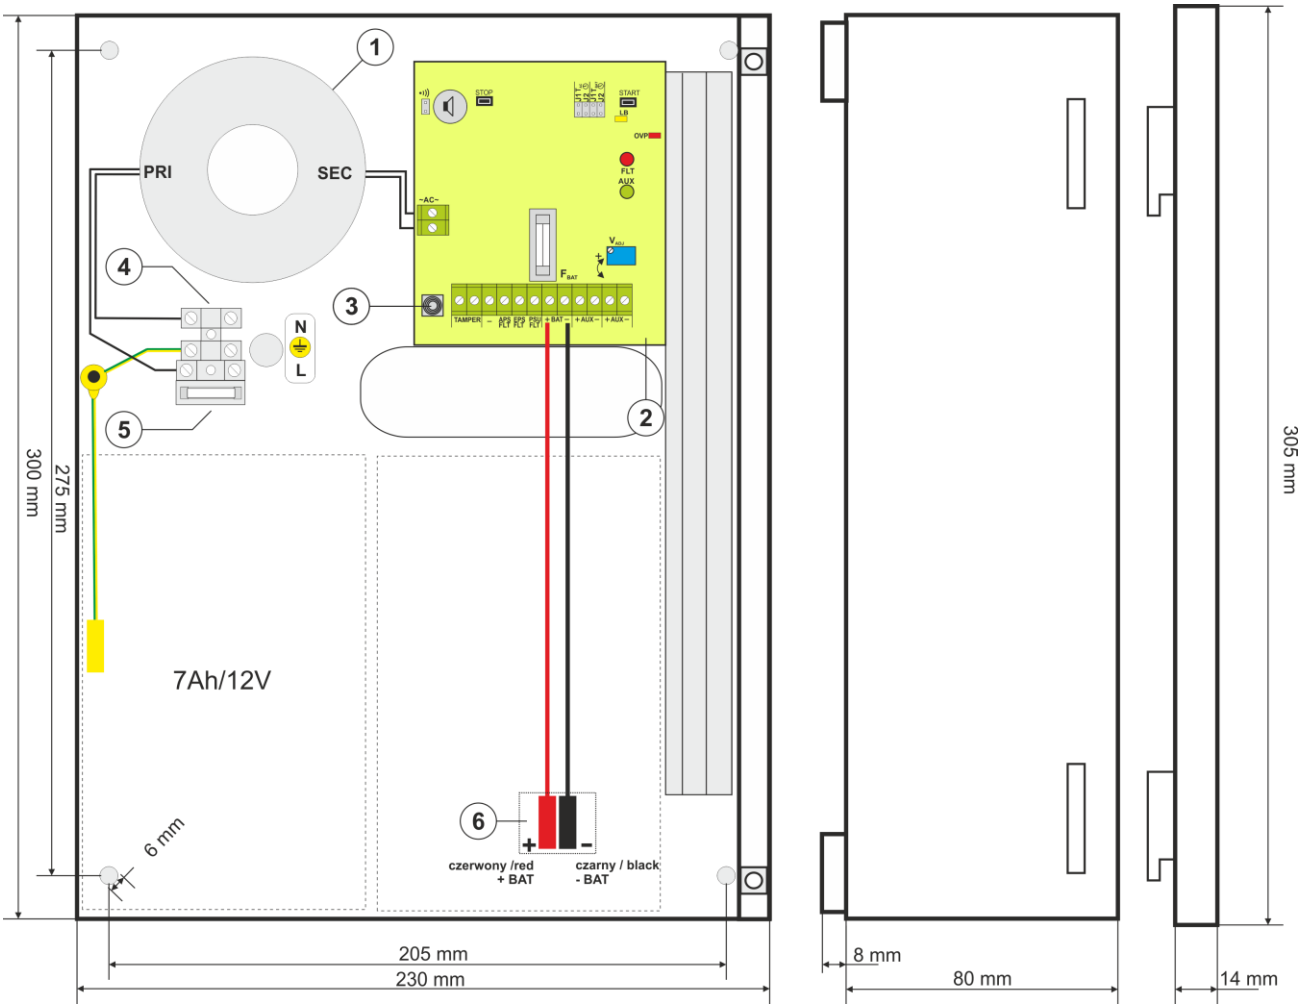

Fig.3. Vista de la fuente de alimentación.
**Tabla 2. Componentes de la fuente de alimentación (véase fig. 3).**
7. Montar la batería en un lugar elegido de la caja (fig. 3). Hacer conexiones entre la batería y la placa de la fuente de alimentación, prestando especial atención al mantenimiento de la polaridad correcta.